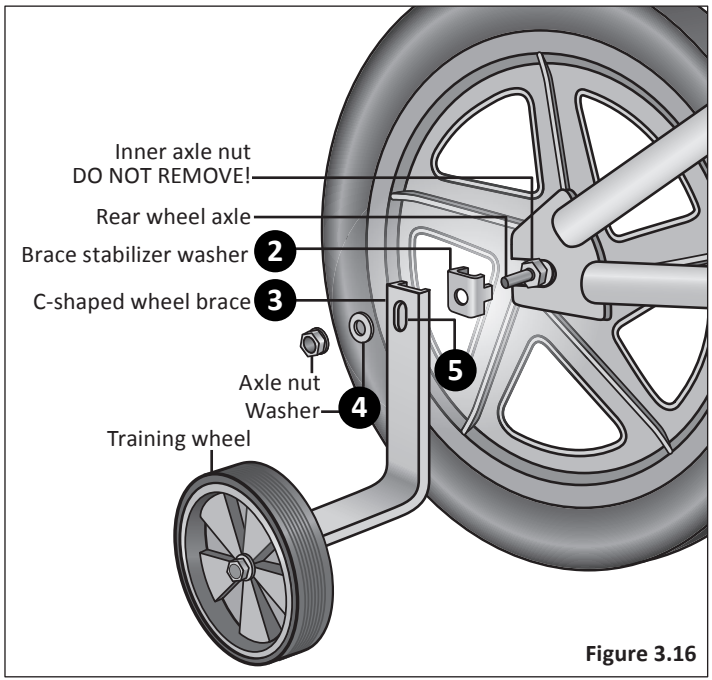

Figure 3.16
1. Remove the outer axle nut and washer from the rear wheel axle. **Figure 3.16**